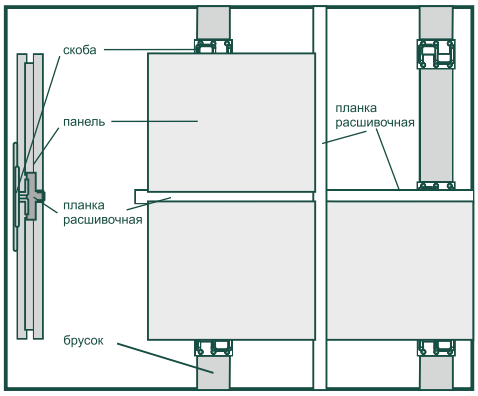

Рис. 2
3. Вставить в верхний паз 4 скобы, прибить их гвоздями к бруску. На захваты скоб установить панель. Контролировать горизонтальность. Верхний край панели закрепить скобами согласно схемы, приведенной выше. (**Рисунок 2**).